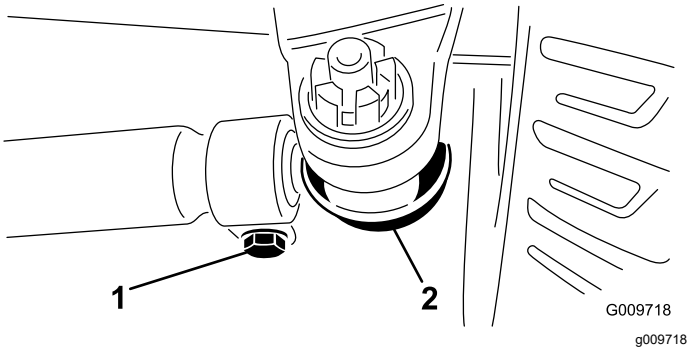

Figur 69
2. Fjern splinten og mutteren fra begge kuleleddene til parallellstaget når du vil justere (Figur 69). Fjern kuleleddet til parallellstaget fra støtten til akselkassen.
3. Løsne klemmene på begge sider av parallellstagene (Figur 69).
4. Vri det frittstående kuleleddet innover eller utover én (1) hel omdreining. Stram klemmen i den løse enden av kuleleddet.
5. Vri hele kuleleddet i samme retning (innover eller utover) én (1) hel omdreining. Stram klemmen i den tilkoblede enden av kuleleddet.